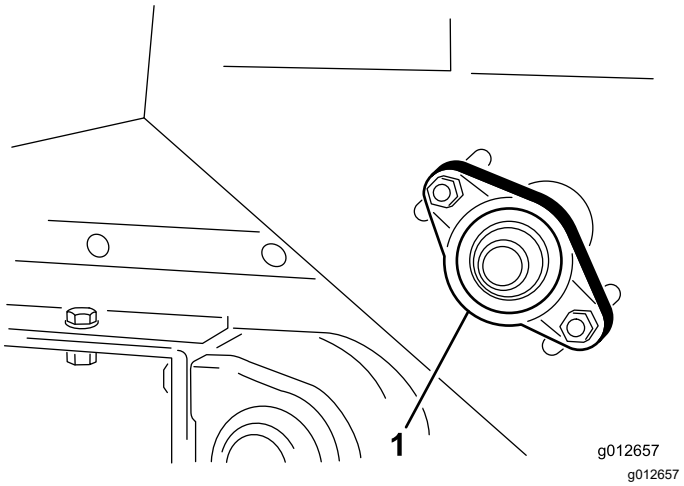

Figur 40
1. Løsn møtrikkerne, der fastgør lejehuset (Figur 40) på den højre side af maskinen.